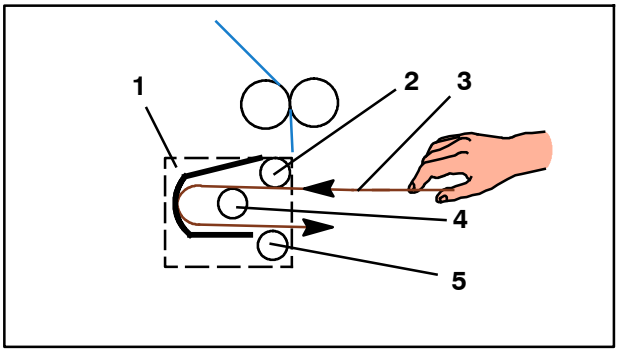

Fig. 52 Unité danseur côté dérouleur, représentation schématique
3. Côté dérouleur, introduire la bande jusqu'à l'unité danseur (Fig. 52/1) - pour l'introduction de la bande, voir les Instructions d'utilisation de FoilStar
4. Introduire la barrette en plastique souple (Fig. 52/3) fournie sous le rouleau de guidage (Fig. 52/2)
5. Continuer d'insérer la barrette en plastique sur le rouleau danseur (Fig. 52/4) jusqu'à ce que le rouleau de guidage (Fig. 52/5) soit visible